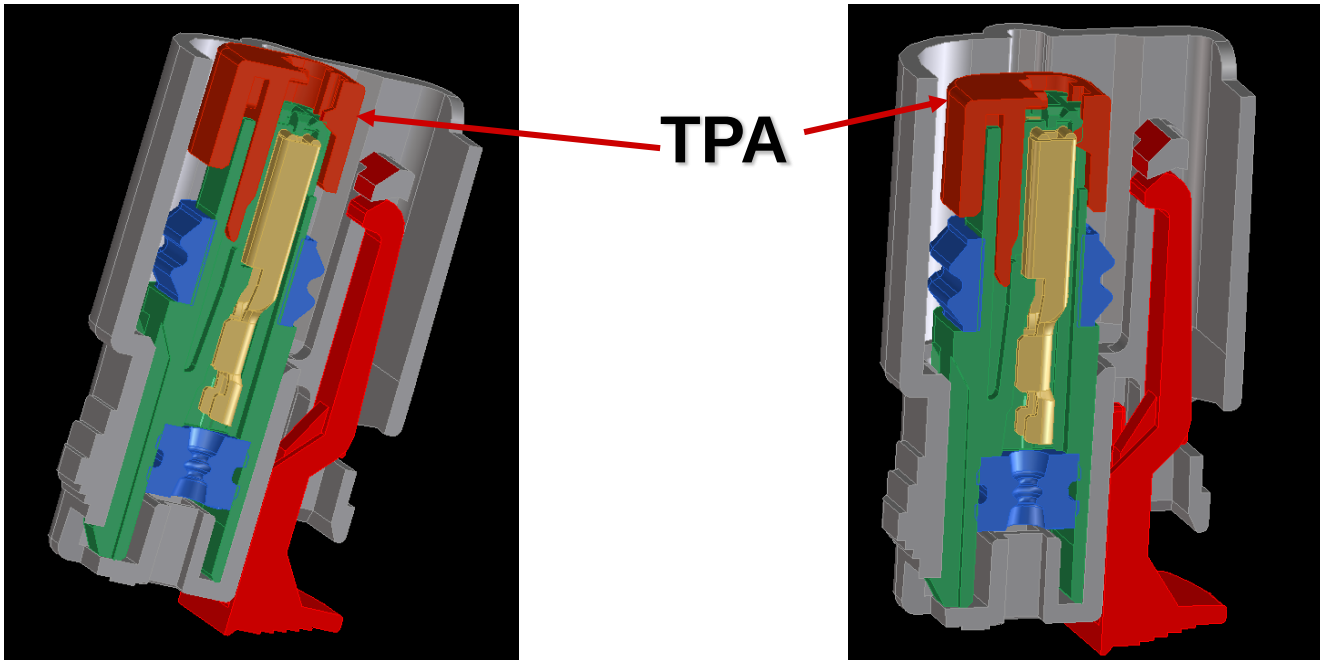

Fig. 3-1 Fig. 3-2
A. TPA shown in “As-Shipped” position (FIG. 3-1)
- TPA to remain in pre-lock position (as shipped) until all circuits are loaded (Fig. 3-1)